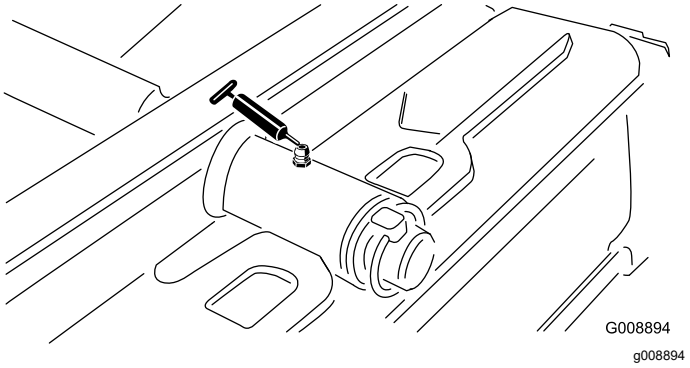

Figur 60
- Bageste klippeenheds drejetap (Figur 60)